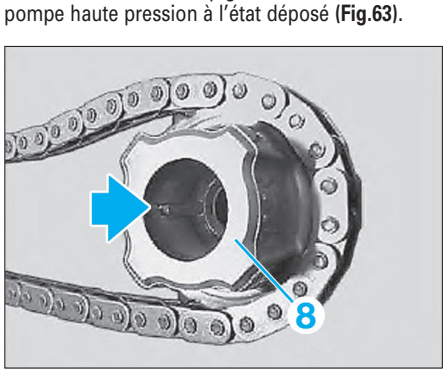

Fig. 63
L'illustration montre le pignon de chaîne (8) de la pompe haute pression à l'état déposé **(Fig.63)**.